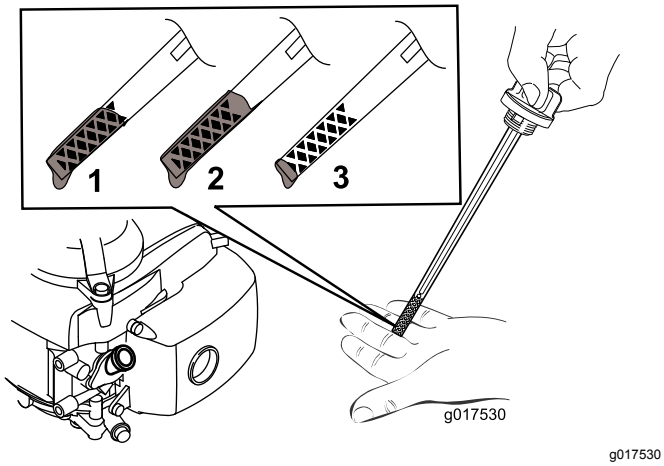

Figur 10
5. Se Figur 10 for at bestemme den korrekte oliestand på målepinden.
Bemærk: Fyld motorens krumtaphus med olie, indtil målepinden angiver, at motoroliestanden er korrekt som vist i Figur 10. Hvis du fylder for meget olie på motoren, skal du fjerne overskydende olie som beskrevet i Skift af motorolien (side 15).